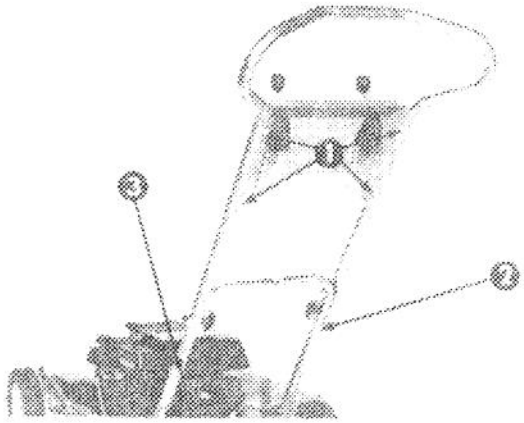

Figure 3
1. Route control panel in front of lower handle and install it between upper handle with four self-tapping screws (Fig. 3).
2. Secure traction control cable to inside of lower handle with a cable clip (Fig. 3). Secure throttle control cable to inside of lower handle with cable clip, also (Fig. 3).